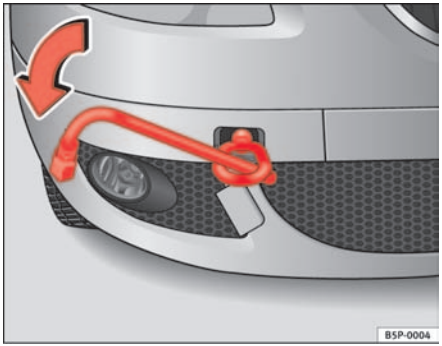
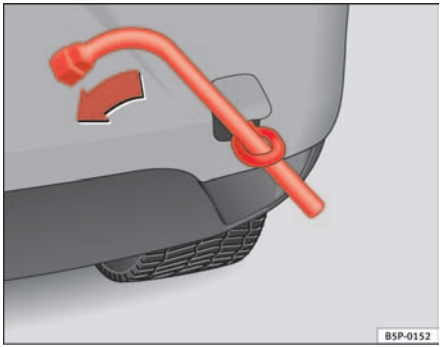

Fig. 195 The front right section of the vehicle: Fitting the front towing eye
Fig. 196 Fitting the towing eye to the rear of the vehicle
- Screw the towing eye as shown by arrow *anti-clockwise* to the limit position in the front ⇒ page 253, fig. 195 or rear ⇒ page 253, fig. 196 threaded hole.